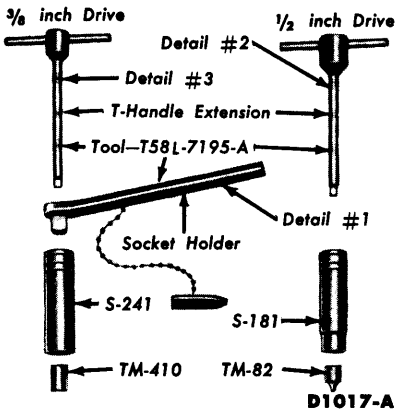

FIG. 4—Front and Rear Band Adjusting Tools
4. Pull the adjusting screw end of the actuating lever away from the servo body, and insert the adjusting tool gauge block (Fig. 4) between the servo piston stem and the adjusting screw.
3. Place the socket holder on the 3/4-inch socket (Fig. 4.) Insert the T-handle extension through the handle and socket. Place the 5/16-inch 8-point socket on the extension. Place a torque wrench on the T-handle extension.